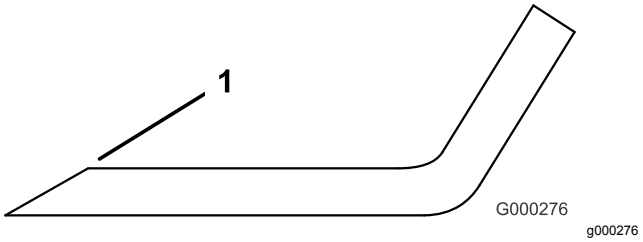

Figur 93
1. Bruk en fil til å slipe eggen i begge ender av kniven (Figur 93).